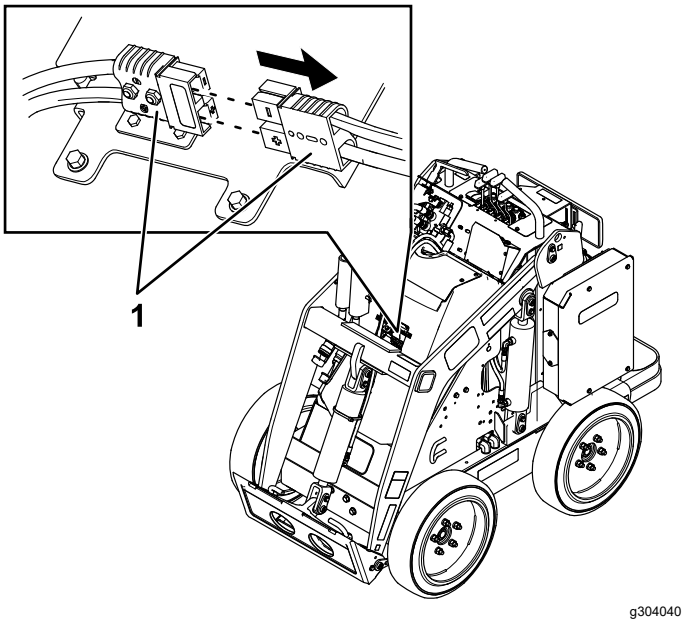

Rysunek 29
Przed przystąpieniem do serwisowania maszyny odłącz ją od zasilania rozłączając główne złącza zasilania (Rysunek 29).
5. Rozłącz 2 złącza zasilania (Rysunek 29).